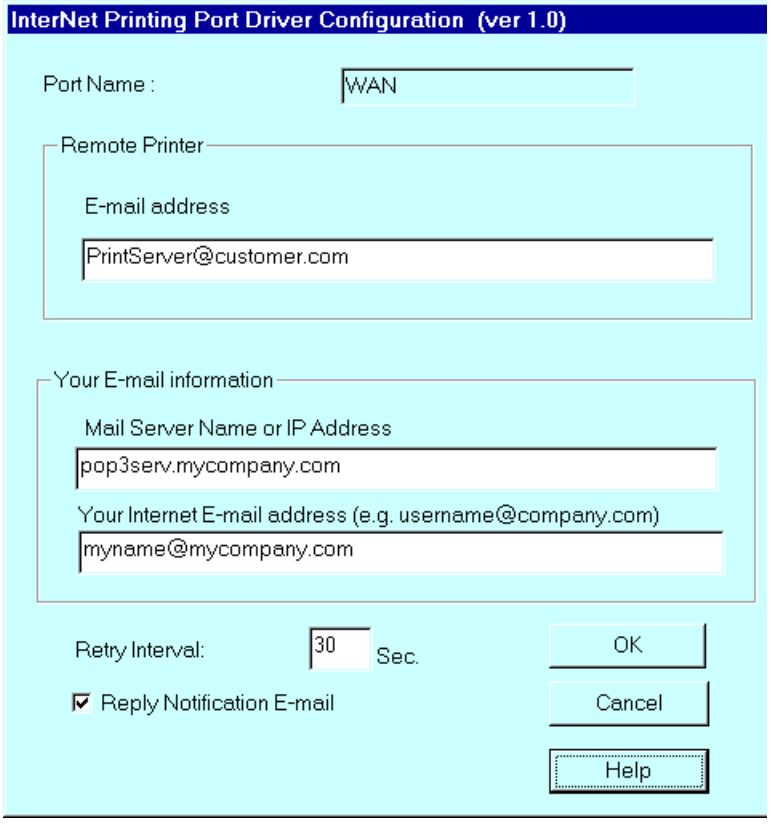

Figure 38: InterNet Printer Port
- Using the Windows *Port Settings* or *Configure Port* facility will reveal the same *Configure Port* screen shown in Figure 38: InterNet Printer Port.